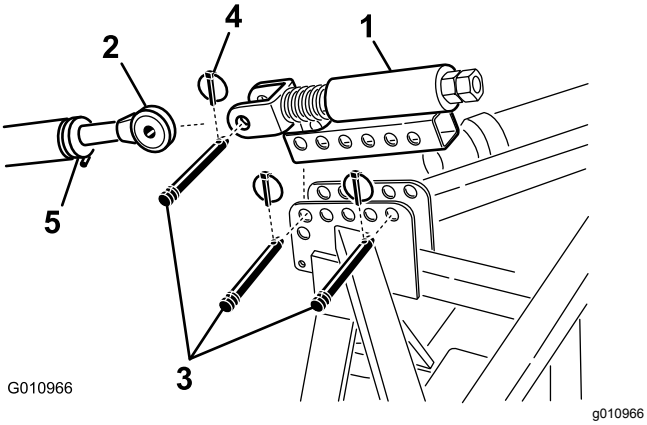

**Figur 9**
1. Montera den fjäderbelastade topplänken på luftarens fäste med två länkpinnar och hjulsprintar (Figur 9)
2. Lossa låsmuttern på traktorns övre länk. Justera den övre länkens längd tills den är inriktad mot sprinten på den fjäderbelastade topplänken på luftaren (Figur 9).
3. Anslut traktorns övre länk till sprinten på den fjäderbelastade topplänken och säkra den med en länkpinne och hjulsprint (Figur 9).
6. Rotera den övre länken tills fjädern har pressats samman med ca 13 mm (Figur 9).